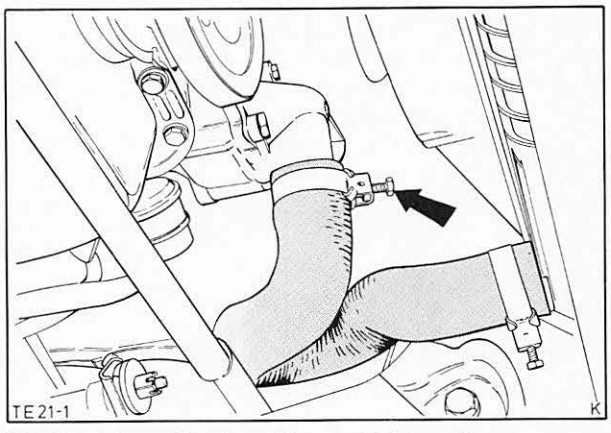

Abb. 269 Kühlerschlauch vom Thermostatstutzen abbauen (V6-Motor)
3. Kühlflüssigkeit in Auffangwanne ablassen, dazu unteren Kühlerschlauch von Wasserpumpe bzw. Thermostatstutzen (V6-Motor) abbauen, Abb. 269, sowie oberen Schlauch vom Wasserstutzen-Ansaugkopf lösen und abziehen.